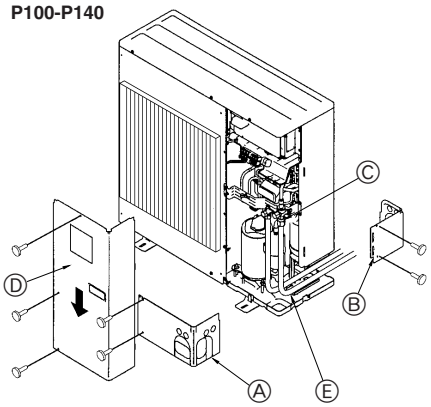

Fig. 4-3
① Remove the cap, pull the handle toward you and rotate 1/4 turn in a counterclockwise direction to open.
② Make sure that the stop valve is open completely, push in the handle and rotate the cap back to its original position.
4.3. Refrigerant piping (Fig. 4-3)